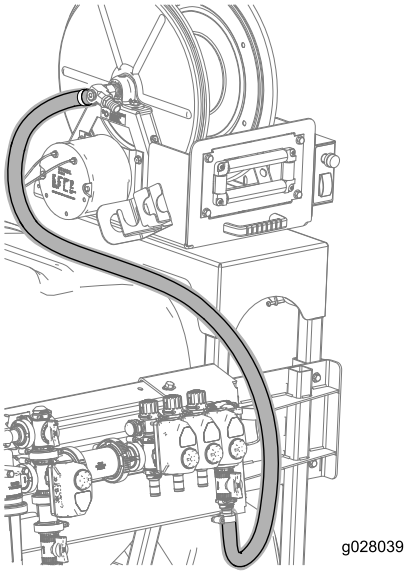

Figur 16
9. Anslut slangen (180 cm) till slanghullingen på slangvindan och fäst slangen med en slangklämma enligt Figur 16.